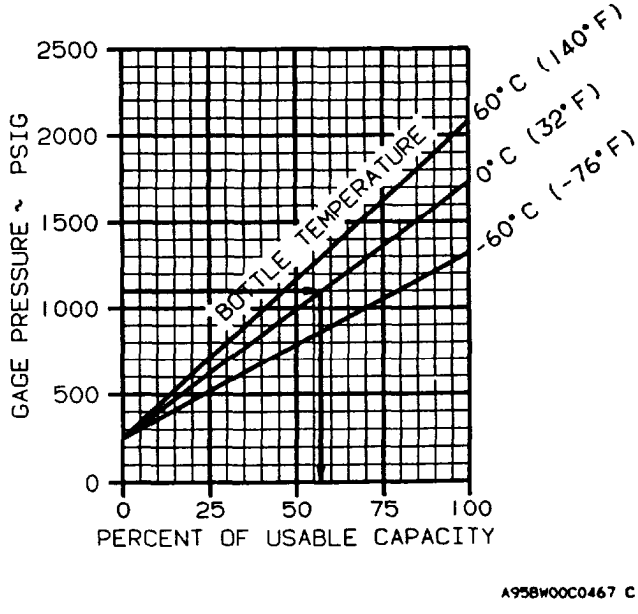

Figure 8-1. Percent of Usable Capacity
(2) Read the OAT (with battery on).
(3) Determine the percent of usable capacity from Figure 8-1 (eg. 1100 PSI at 0°C = 57%).
(4) Compute the oxygen duration in minutes from Table 8-1 by multiplying the full bottle duration by the percent of usable capacity, as in the following example: